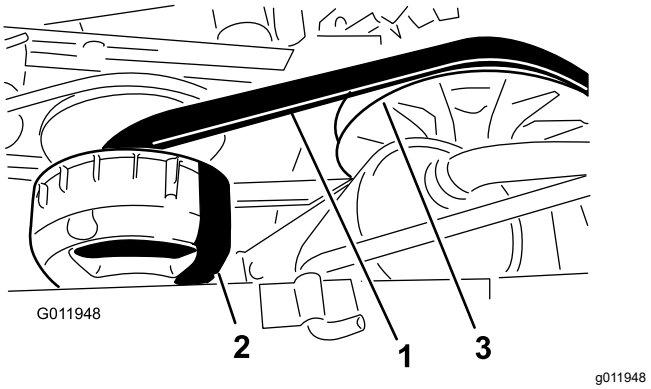

Figura 69
4. Rode e verifique se a correia (Figura 69) apresenta sinais de desgaste ou se está danificada.
3. Rode e coloque a correia sobre a embraiagem secundária (Figura 69).
4. Retire a correia da embraiagem primária (Figura 69).
5. Alinhe a nova correia sobre a embraiagem primária (Figura 69).
6. Rode e coloque a correia sobre a embraiagem secundária (Figura 69).